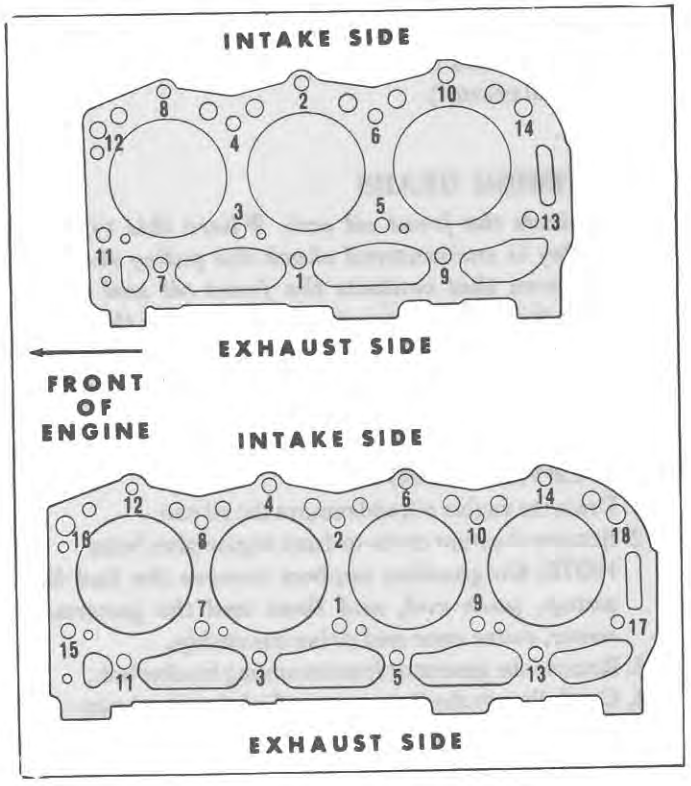

Figure 22
5. Tighten the cylinder head bolts in the proper sequence, as shown in Figure 22. Tighten the bolts progressively in three steps; First to 80 lbs. ft. (11·04 m.k.g.); then to 90 lbs. ft. (12·42 m.k.g.), and finally to 100 lbs. ft. (13·8 m.k.g.), page 68.